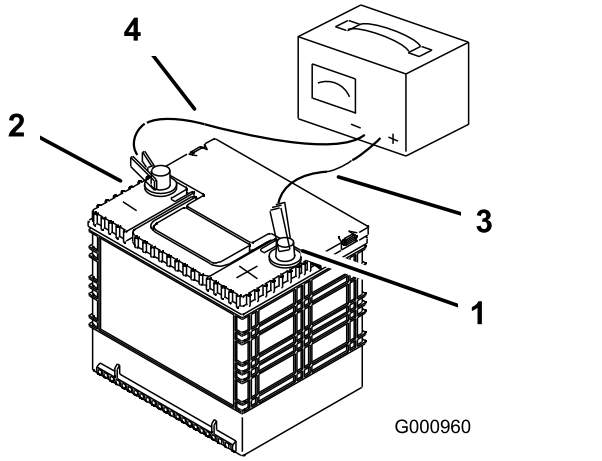

Figure 51
3. Quand la batterie est chargée au maximum, débranchez le chargeur de la prise, puis débranchez les fils du chargeur des bornes de la batterie (Figure 51).